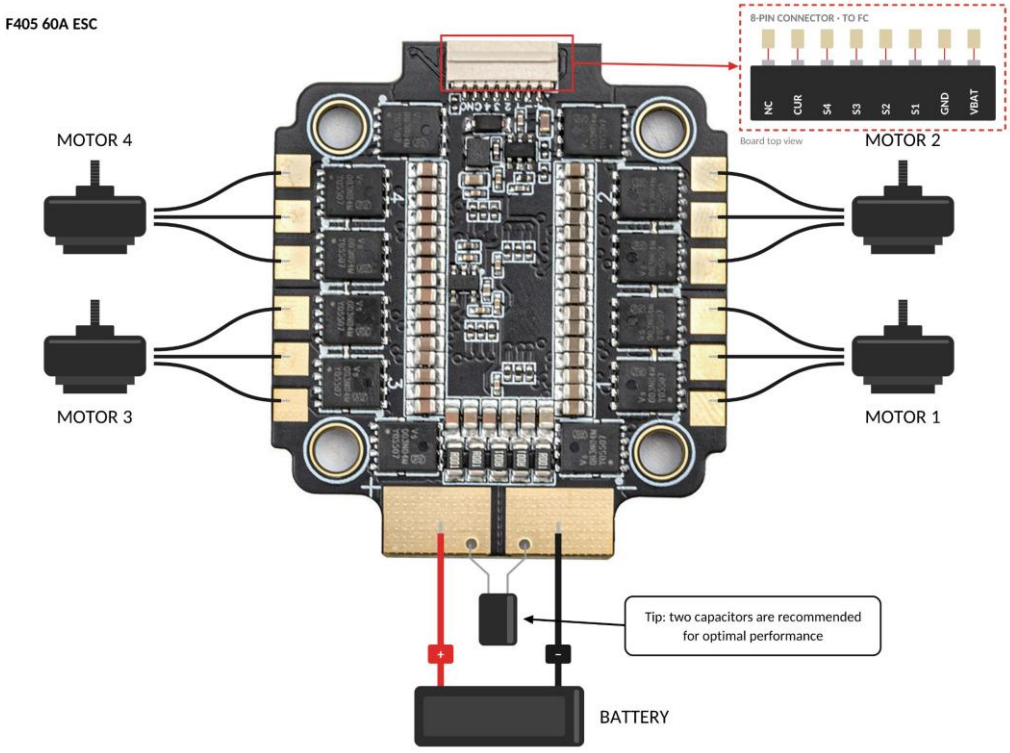

Fig.2. ESC installation & wiring
3. Motor Pads: Solder the motor wires to the pads on the left (motors 4 and 3) and on the right (motors 2 and 1), as shown in Fig.2.